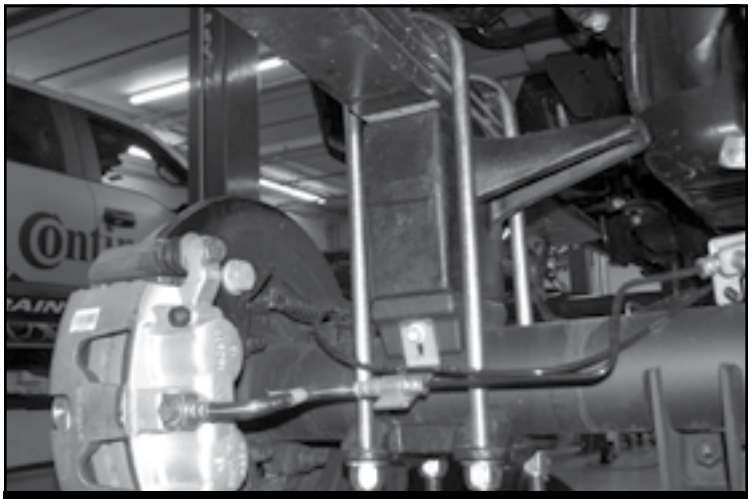

FIGURE 31 - STEP 34
34. Locate and install the rear lift blocks FTBK54D & P. The factory block will need to be removed. The short end of the blocks should face to the front of the vehicle. Using the supplied u-bolts, nuts and washers align axle, lift blocks and springs and torque to U-Bolts to 170 ft-lbs. **SEE FIGURE 31**